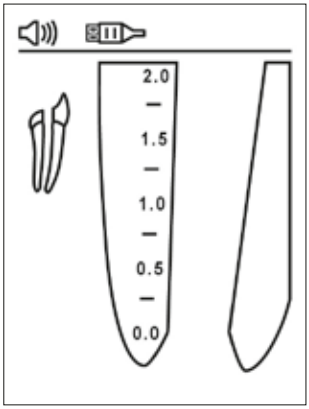

Bilde 3
6.4.2. Sett målekabelen i inngangen på enheten, og kontroller at kabelsymbolet kommer til syne på statuslinjen (bilde 3).